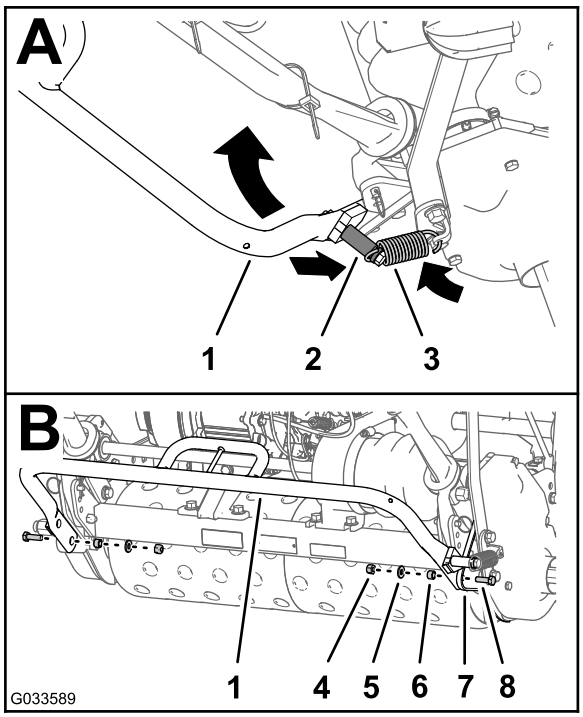

Figure 8
12. Accrochez l'extrémité libre du ressort sur le tenon situé sur la béquille (A de Figure 8).
13. Fixez la béquille aux plaques latérales à l'aide des contre-écrous, des rondelles, des entretoises et des vis (5/16 x 1 po) que vous avez conservés à l'opération 1 (B de Figure 8).